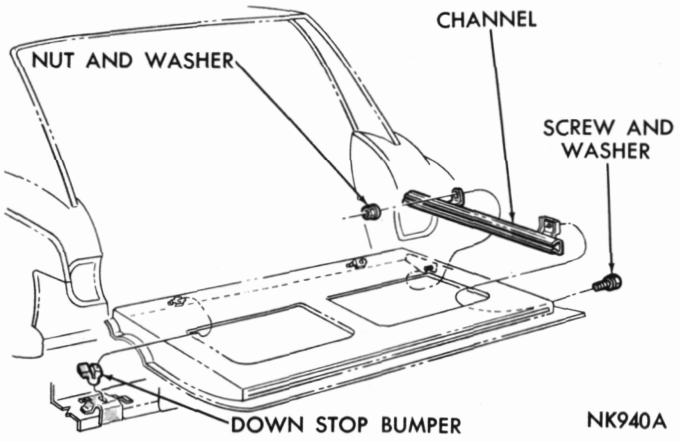

Fig. 58—Tail Gate Glass Run Channel
(1) Remove tail gate glass assembly.
(2) Remove screw and washer assembly from upper end of glass run channel (Fig. 58).